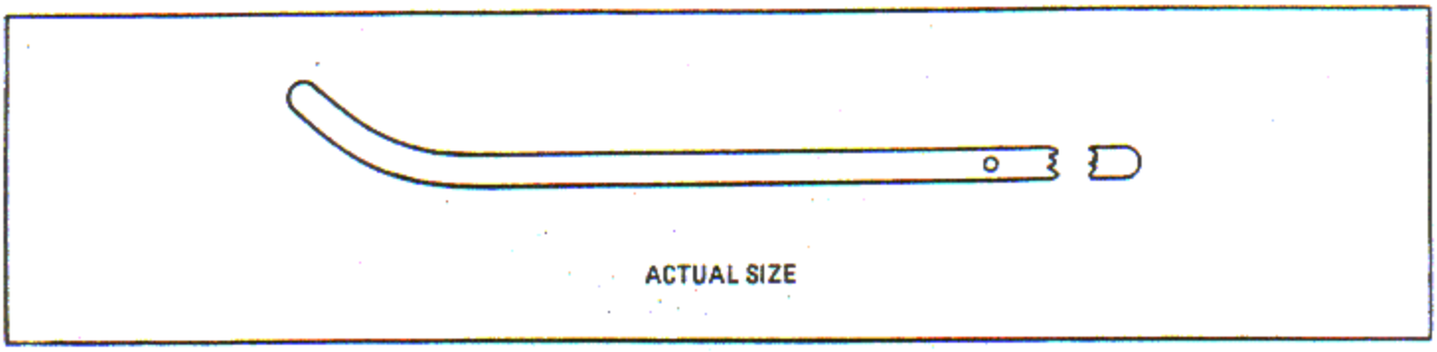

Figure 8-25. Pivot Arm Template
Prior to accomplishing any timing checks, check the contour of the pivot arm using the template as shown in figure 8-25. Check pivot arm applicability for the affected engine. Recheck the contour after the timing operation is completed.
y. If the indicator does not return to zero, remove the indicator and check the contour of the pivot arm using the template shown in figure 8-25. Recontour or replace the pivot as necessary, and repeat the timing operation.